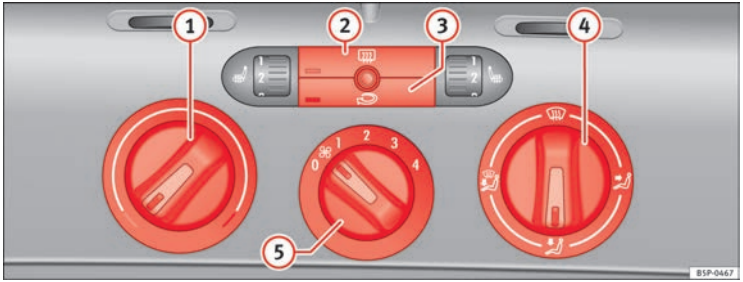

Fig. 129 Heating controls on the dash panel
– Use the knobs ⇒ Fig. 129 (1) and (4) and control (5) to set the temperature, air distribution and blower speed.
– To switch a function on or off, press the appropriate button (2) or (3). When the function is activated, the display window in the lower left of the button is lit.